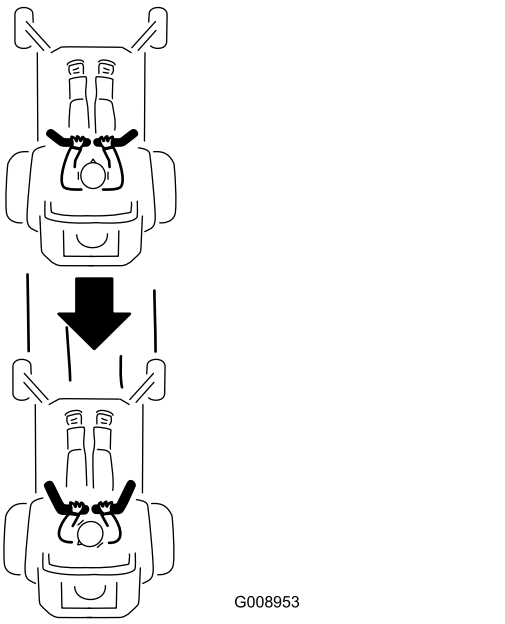

Figur 26
2. Backa genom att försiktigt dra rörelsereglage-spakarna bakåt (Figur 26).